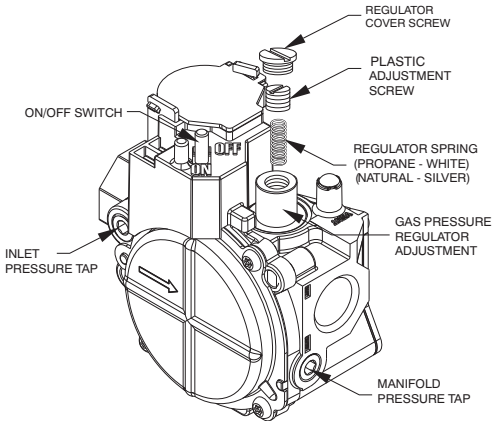

Fig. 13 - Single-Stage Gas Valve
1. Remove regulator cover screw over plastic adjustment screw on gas valve (See Fig. 13).
2. Turn plastic adjustment screw clockwise to increase gas input, or turn plastic adjustment screw counterclockwise to decrease input (See Fig. 13). Manifold pressure must be between 3.2 and 3.8 IN. W.C.
3. Replace regulator cover screw on gas valve (See Fig. 13).
With control access panel (see Fig. 19) removed, observe the unit heating operation. Watch the burner flames to see if they are light blue and soft in appearance, and that the flames are approximately the same for each burner. Propane will have blue flame (See Fig. 13). Refer to the Maintenance section for information on burner removal.